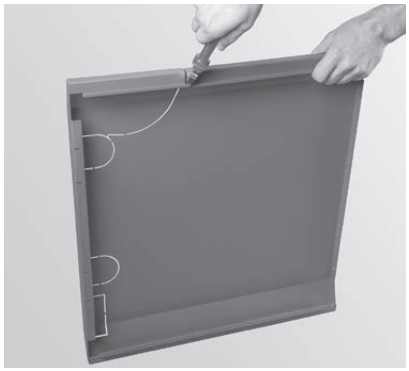

Fig. 73 Staccare la prepunzonatura solo se il raccordo gas combusti è rivolto verso l'alto
- ▶ Se il raccordo gas combusti è rivolto verso l'alto, staccare la prepunzonatura nel coperchio del rivestimento – Fig. 73.